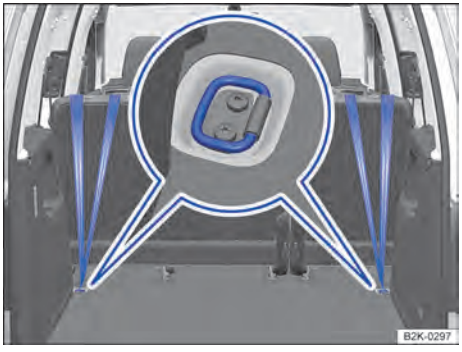

Fig. 46 Plazas laterales de la segunda fila de asientos: cinturones Top Tether enganchados en las argollas de amarre laterales atornilladas en la zona de carga.
7. Enganche el cinturón Top Tether del asiento para niños en las argollas de amarre → Fig. 46 o en el anclaje Top Tether → Fig. 47 o → Fig. 48.